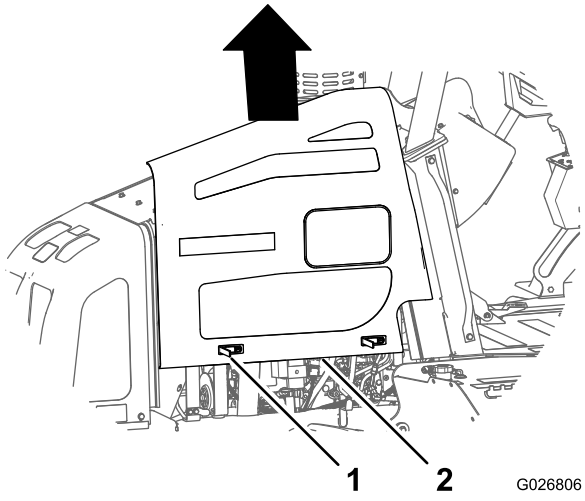

Figura 60
4. Levante el panel hacia arriba y hacia fuera de la máquina (Figura 60).